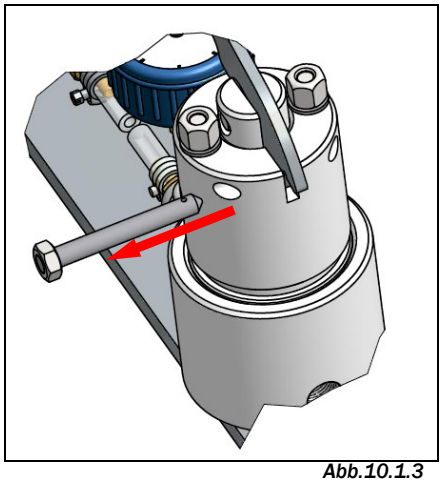

Abb.10.1.3
5. ***(Abb.10.1.3)*** Nun kann auch der Sicherungsbolzen herausgezogen werden.